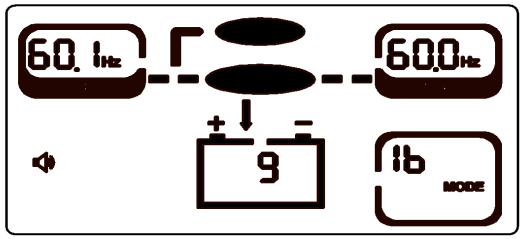

FIGURE 5-3 Page 2: frequencies, battery capacity setting, model
7. Restart the UPS. On LCD page 2 check the battery capacity shown (Figure 5-3).